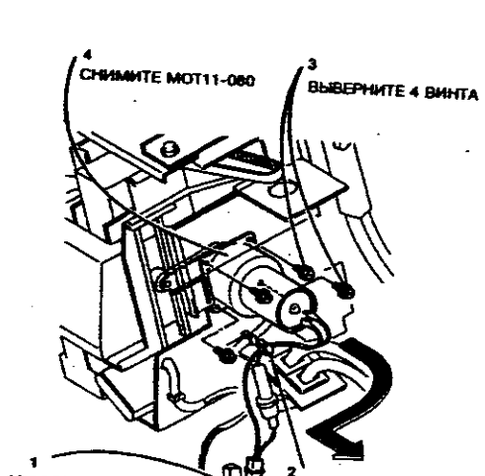

**Рисунок 3. Снятие двигателя транспортера степлера №1 (MOT11-080)**
6. (Рисунок 3) Снимите двигатель транспортера степлера №1 (MOT11-080).